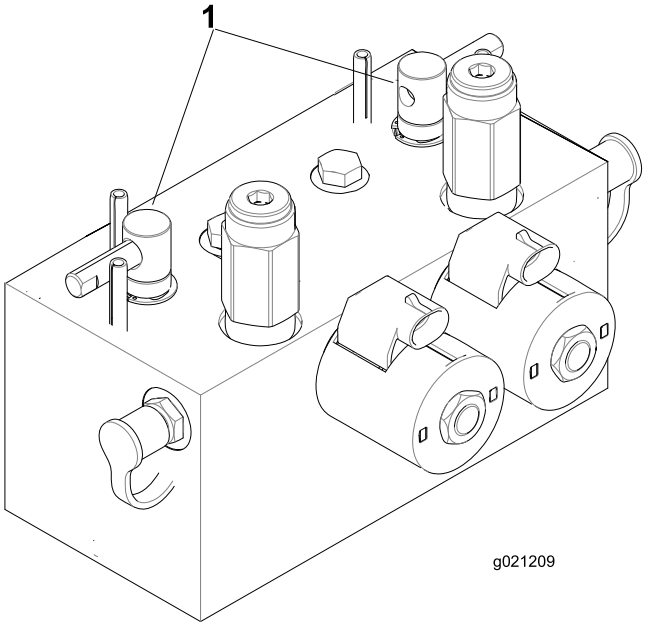

Figur 74
2. Lossa och höj upp sätet för att frilägga slipningsspakarna (Figur 74).
5. Välj den främre, bakre eller bägge slipningsspakarna för att bestämma vilka enheter som ska slipas (Figur 74).